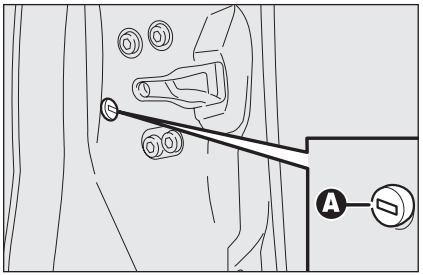

fig. 92
- ❒ introduzca la pieza metálica de la llave electrónica en el alojamiento **A-fig. 92**;
- ❒ quite la llave del alojamiento **A-fig. 92** y vuelva a poner el tapón de protección en la puerta.